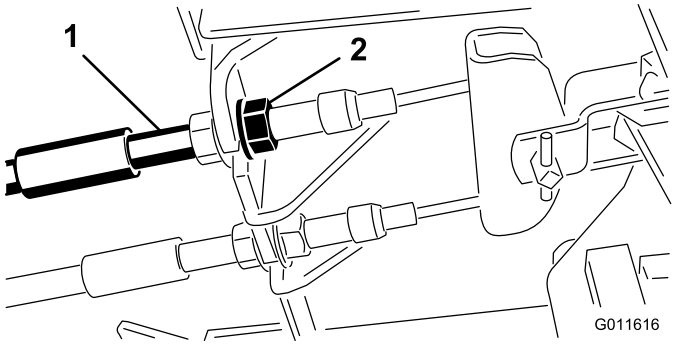

Figuur 65
1. Om de speling op de rempedalen te verkleinen, draait u de remmen vast. Draai hiervoor de voorste moer op het draadeinde van de remkabel los (Figuur 65).